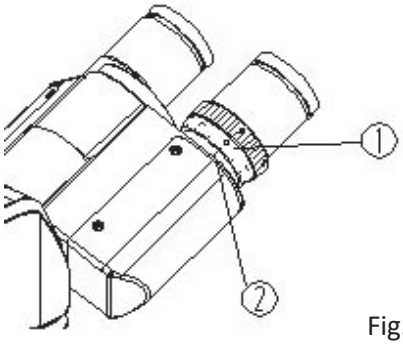

Fig. 11
- Observe através del ocular derecho y enfoque hasta que la imagen sea clara. Después observe con el ocular izquierdo si la imagen no es lo suficientemente clara gire el anillo de ajuste de dioptría ① hasta que obtenga una imagen clara (fig. 11).